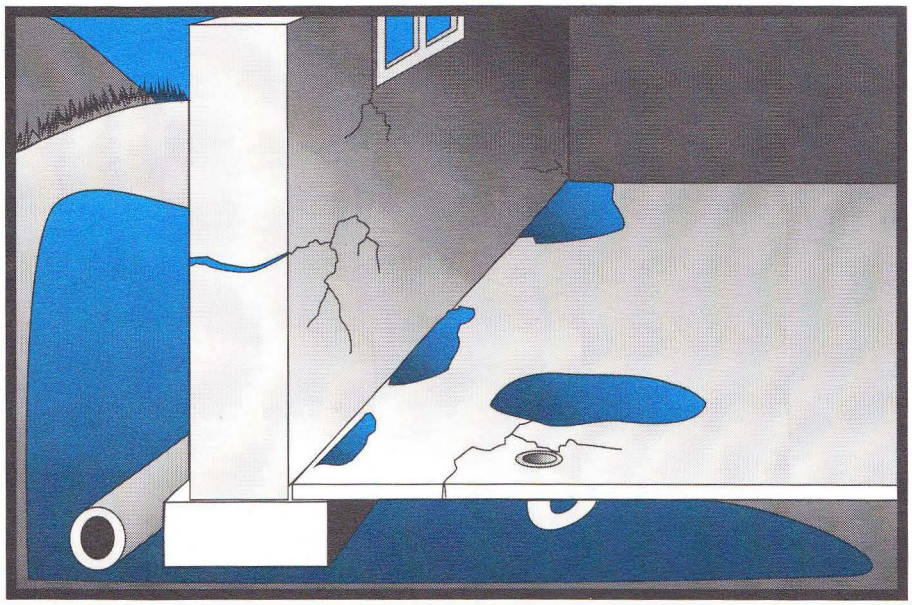

**FIGURE 9**
- Water penetrates or leaks through cracks or openings in the basement wall construction, including through interior insulation and/or finishes. (See Figure 9.)
Water penetrates through cracks or openings in the basement floor (such as floor drains, cracks between the floor slab and basement walls, cracks in the floor itself, or other openings in the floor slab such as those for utilities). (See Figure 9.)